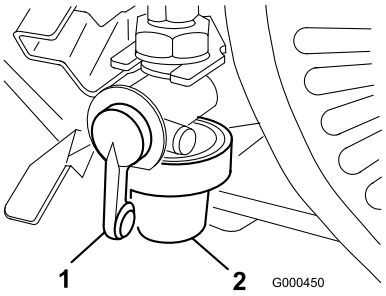

Figure 31
1. Fermez le robinet d'arrivée de carburant et dévissez la cuve du corps du filtre (Figure 31).